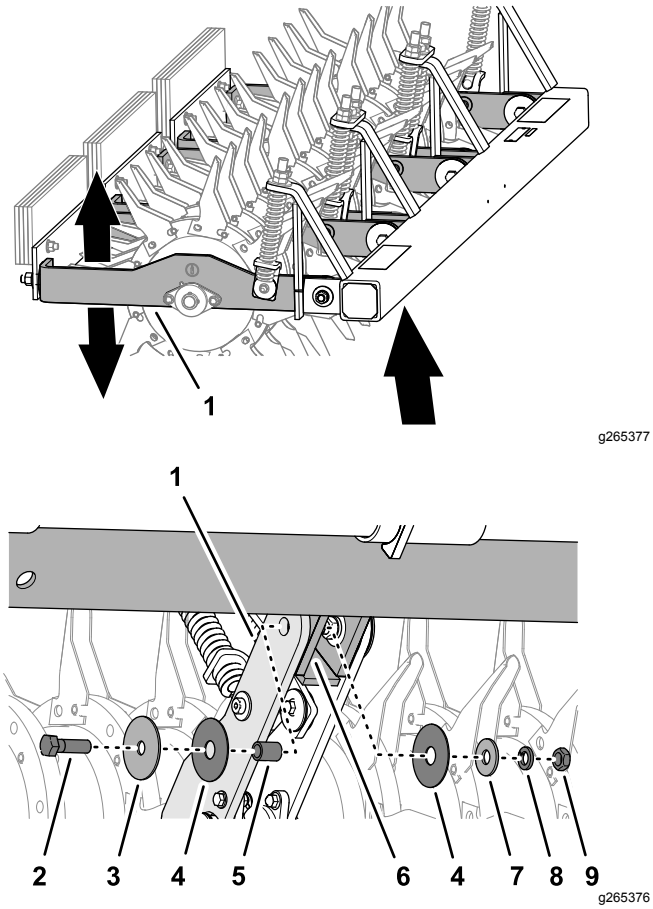

Figur 28
De 6 hovedarme drejer frit vandret og lodret, så enheden kan følge jordens kontur. En bronzebøsning trykkes ind i drejehullerne mellem hovedarmene og stellets monteringsbeslag (Figur 28).
2. Kontroller, at de 6 hovedarme drejer frit (Figur 28).
B. Fjern bolten, møtrikken, spændeskiverne og bøsningen, der fastgør hovedarmen til stellets monteringsbeslag (Figur 28), og kontroller fastgørelsesanordningerne for slid.
C. Monter hovedarmen til stellets monteringsbeslag med bolten, møtrikken, spændeskiverne og bøsningen (Figur 28).